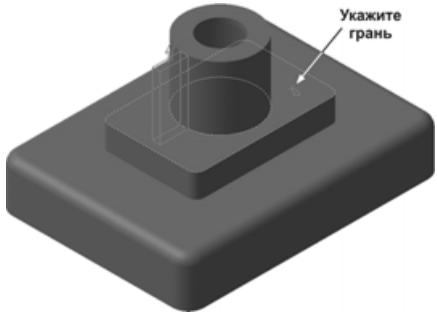

Рис. 5.49
- В окне модели укажите верхнюю грань прямоугольной бобышки (рис. 5.49). Она будет выполнять роль поверхности, до которой следует выполнять выдавливание эскиза — система построит фантом будущего ребра. Нажмите кнопку **Создать объект**.